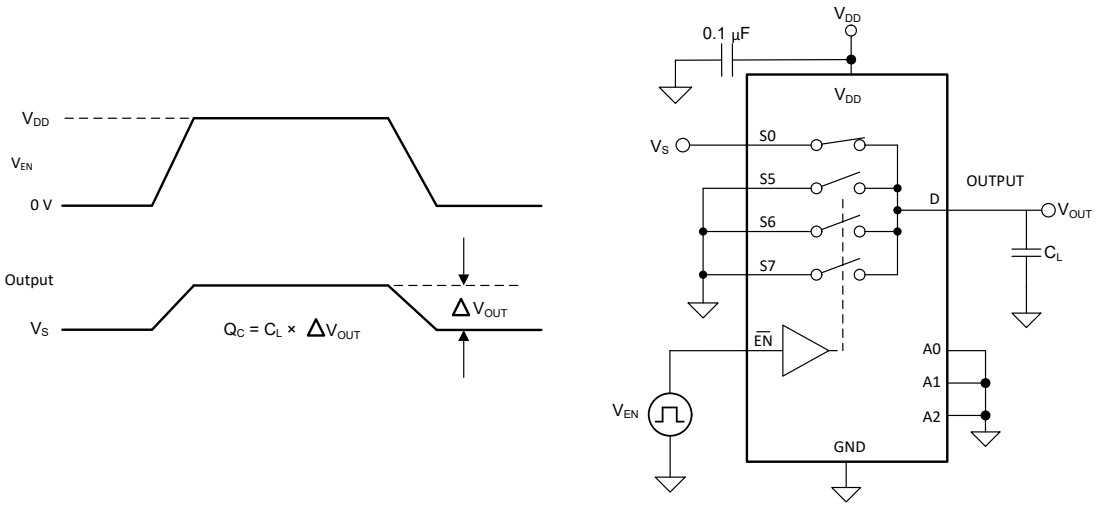

図 6-8. 電荷注入測定時の設定
NMOS トランジスタと PMOS トランジスタの間で容量の不一致がある場合、ゲート信号の立ち下がりエッジまたは立ち上がりエッジにおいて、ドレインまたはソースに電荷が注入されます。デバイスのソースまたはドレインに注入される電荷の量を電荷注入と呼び、Q_C という記号で表します。図 6-8 に、ソース (Sx) からドレイン (D) に向けた電荷注入の測定に使用する構成を示します。